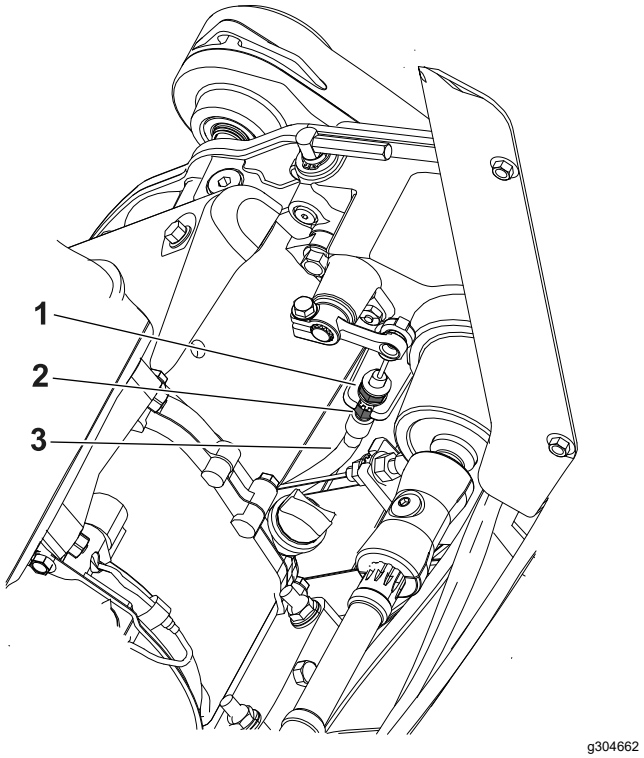

Figur 37
- For at øge kabelspændingen skal du løsne kablets forreste kontramøtrik og stramme den bageste kontramøtrik (Figur 37). Gentag trin 2, og juster spændingen om nødvendigt.
- For at mindske kabelspændingen skal du løsne den bageste kontramøtrik og stramme kablets forreste kontramøtrik (Figur 37). Gentag trin 2, og juster spændingen om nødvendigt.